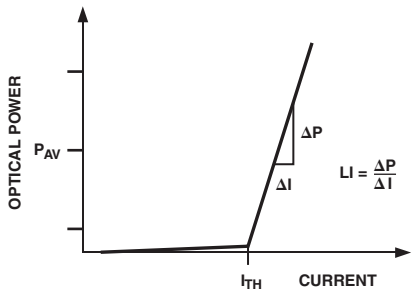

Figure 1. Laser Transfer Function
Laser diodes have current-in to light-out transfer functions as shown in Figure 1. Two key characteristics of this transfer function are the threshold current, I_{TH}, and slope in the linear region beyond the threshold current, referred to as slope efficiency (LI).